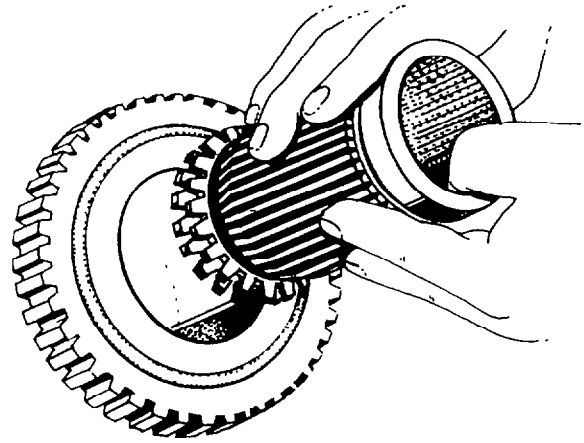

Fig. 196 — Installing Second/Third Gear Sliding Clutch
e. Install the second/third gear sliding clutch and engage it with the third gear clutch teeth (see fig. 196).